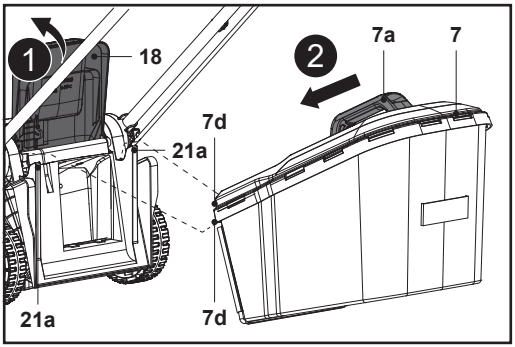

**Fig. 7**
4. Deschide deflectorul spate (18) și ține-l în poziție (fig. 7, pasul 1).
5. Transportă colectorul de iarbă (7) ținându-l de mânerul de transport (7a).
6. Aliniază cele două cârlige (7d) ale colectorului cu fantele (21a) și prinde colectorul (7) (fig. 7, pasul 2).
7. Apoi eliberează cu grijă deflectorul spate (18).